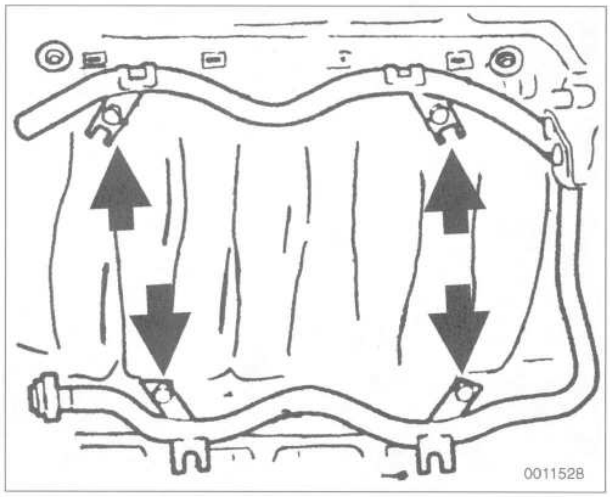

Fig. 23. Fuel rail mounting bolts (**arrows**) on M60 engine.
7. Remove the fuel rail mounting bolts (4). See Fig. 23.